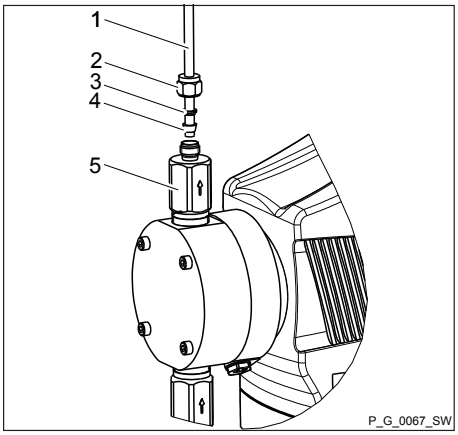

Fig. 8: SS designs with pipe
1. Push the union nut (2) and clamp rings (3, 4) over the pipe (1) with approx. 10 mm overhang - see Fig. 8.